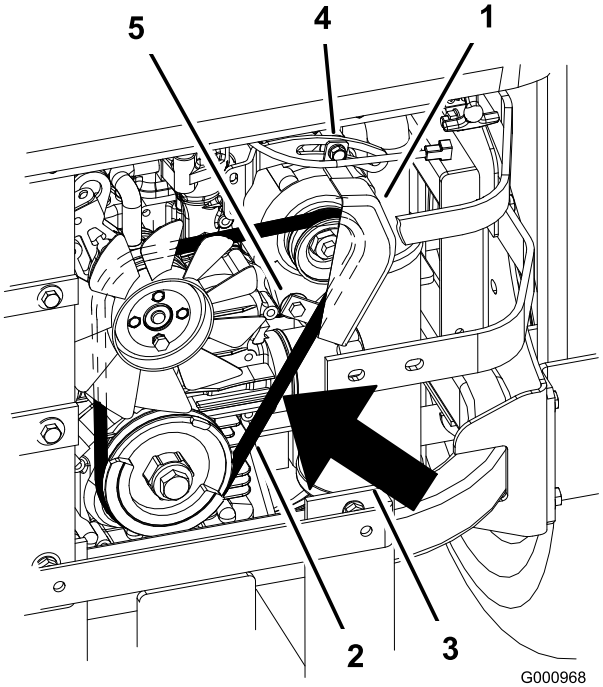

Figur 72
2. Juster generatoren til ydersiden, indtil der er 7–9 mm afbøjning i remmen mellem motoren og generatorens remskiver med en kraft på 10 kgf (Figur 72).
5. Hvis bøjningen er korrekt, skal den nederste og øverste bolt strammes (Figur 72).